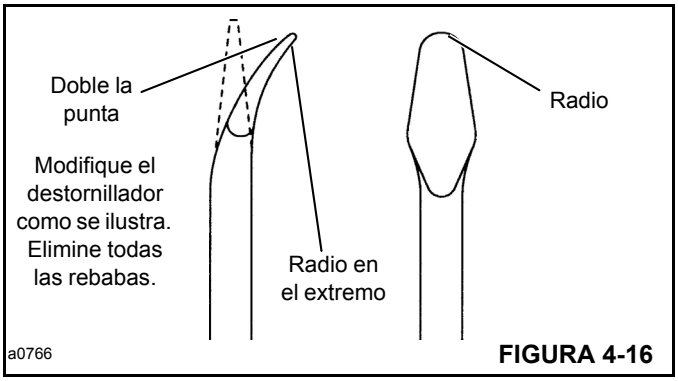

FIGURA 4-16
13. El sello de exclusión (2), el anillo de respaldo (4), el sello de presión (5) y el sello (6) saldrán con la brida (3). Utilice la herramienta de extracción de sellos que se ilustra en la Figura 4-16 y la 4-17 para retirar los sellos de exclusión y de presión.